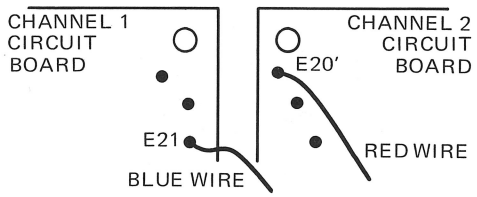

Figure 7. Output Wiring for Use in Setting Bias Current
Step 5a. Insert a clamp-on dc milliammeter over blue wire from terminal E21 of output circuit board of channel 1 (CH-1) (see Figure 7). Set Bias Adjust potentiometer R22 (horizontally oriented) on CH-1 driver circuit board for a current of 75 ±5 mA dc. Adjust R22 of channel 2 by similar procedure, inserting clamp-on dc milliammeter over red wire from terminal E20′ of CH-2 output circuit board.